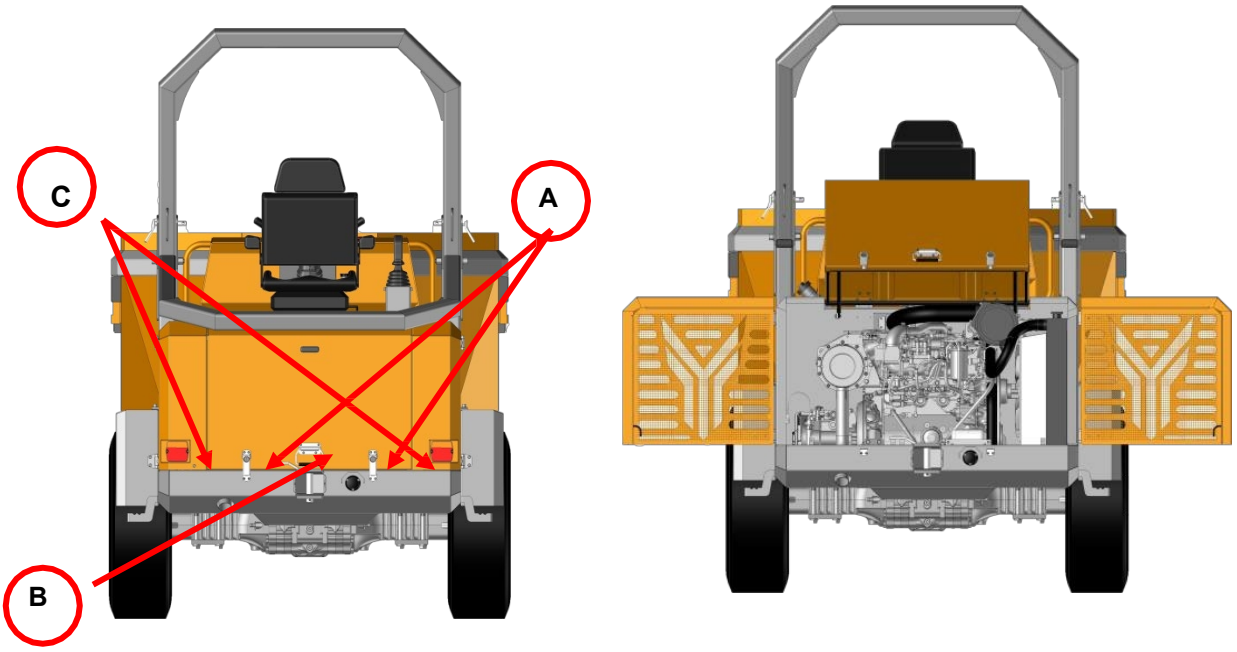

Figure 29 : Capot moteur et couvercle latéral
- **Capot :** pour ouvrir le capot, tirez sur les loquets A et ouvrez-les (figure 29), puis utilisez la poignée B pour ouvrir le capot vers le haut. Pour fermer le capot, abaissez-le à l'aide de la poignée, puis poussez et fermez les verrous des deux côtés.
- **les couvercles latéraux :** En cas de besoin d'accès plus important et plus facile, utilisez la clé Allen (Inbus) n° 5 aux points C indiqués sur la figure 29 et ouvrez les couvercles des compartiments latéraux.